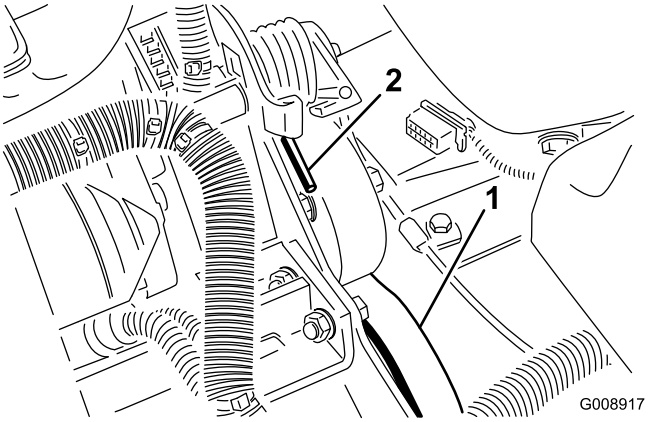

Figur 70
2. Tryck fjäderänden (Figur 70) nedåt och framåt för att kroka av den från fästet och lätta på fjäderspänningen.